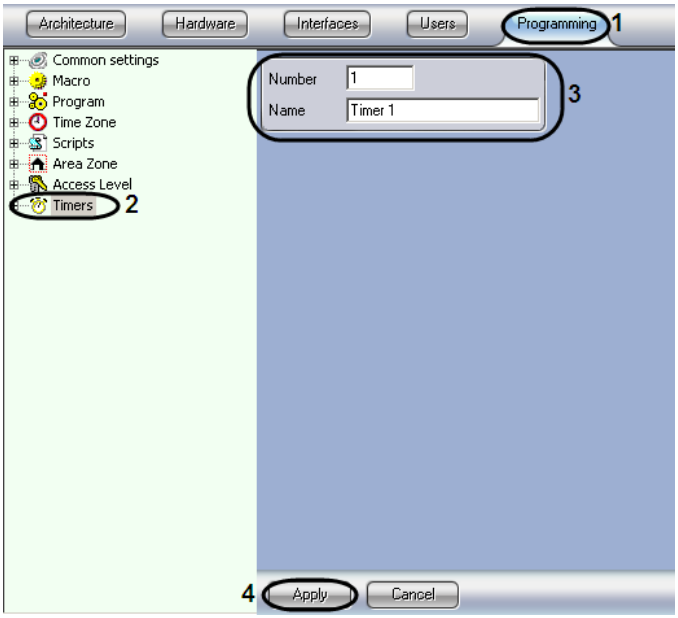

Figure 8.25-1. Creating a Timer object
1. Open the “Programming” tab (Figure 8.25-1).